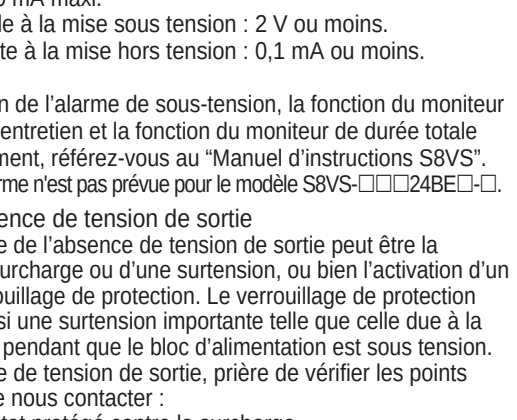

Fig. 9 S8VS-□□□24A□□/B□□-□
■ Câblage vers la borne de sortie d'alarme (Fig.9)